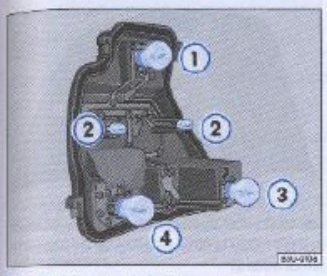

Fig. 148 Lámparas de la linterna trasera
La localización y la identificación de las lámparas ⇒ fig. 148 están relacionadas a continuación:
– Para sustituir las lámparas quemadas ⇒ página 215, fig. 148 ①, ② y ④, presiónelas contra el soporte y gírelas, al mismo tiempo, en el sentido antihorario. Para remover las lámparas quemadas ⇒ página 215, fig. 148 ③, basta tirarlas hacia afuera del soporte.